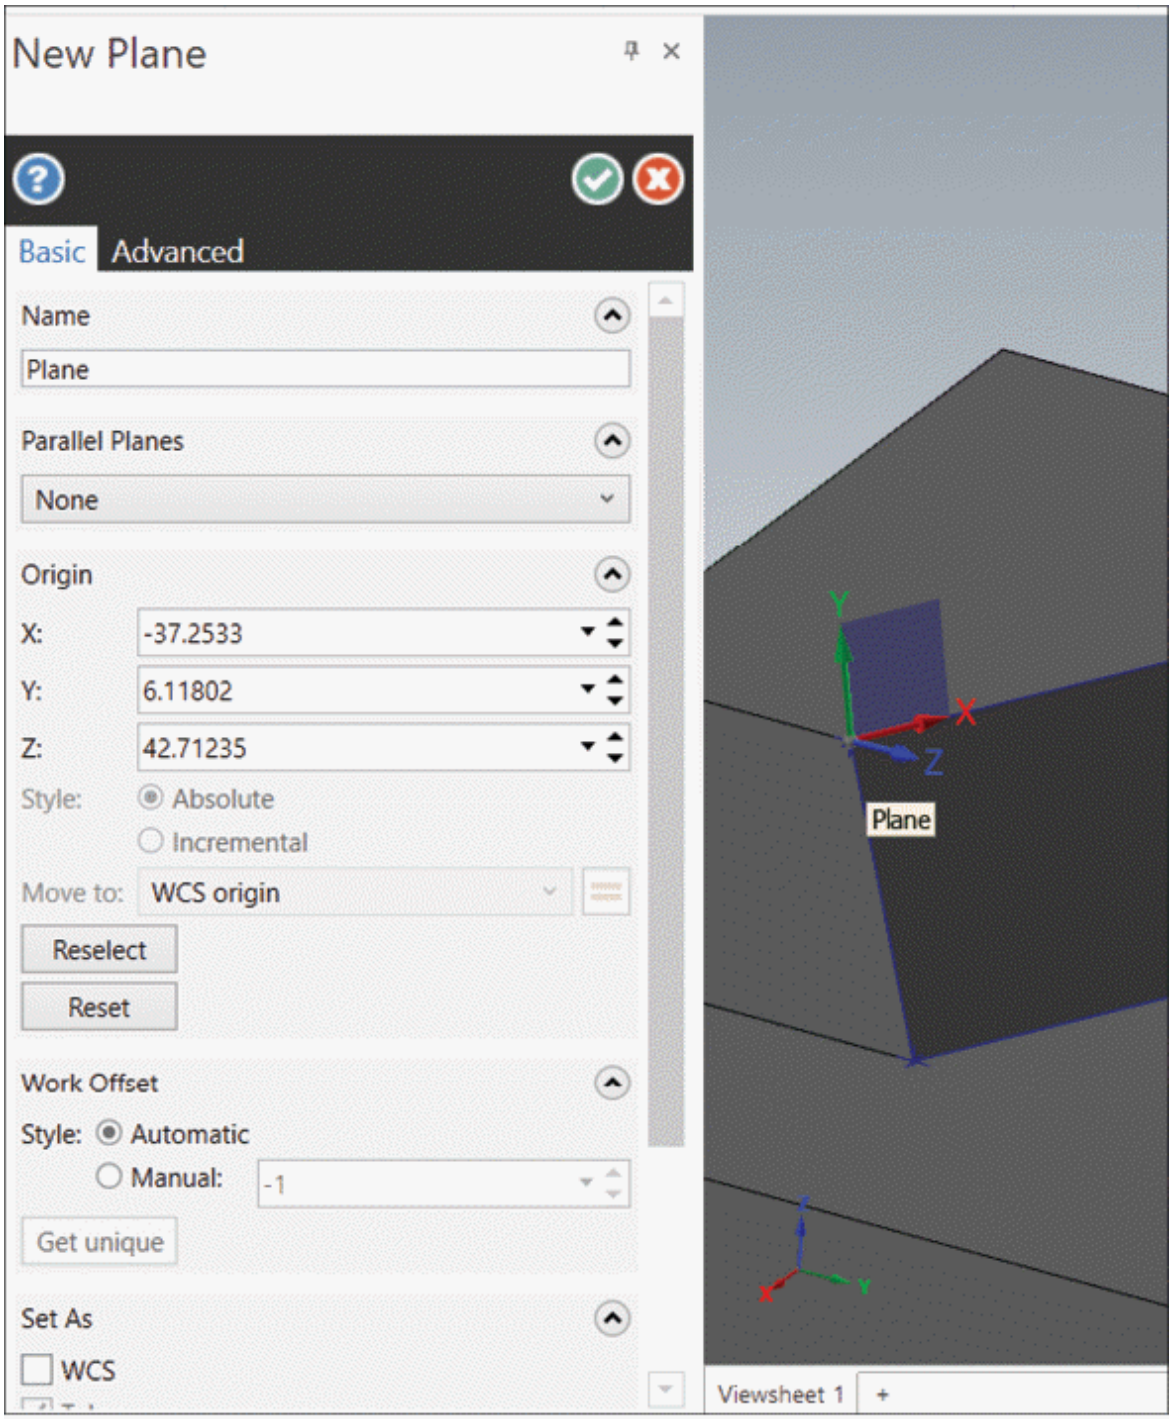

Figure-9. New Plane Manager
- Click on the **Next** or **Previous** button from the dialog box to switch between planes possible by current selection. Once you get desired plane, click on the **OK** button from the dialog box. Preview of plane will be displayed with **New Plane Manager**; refer to Figure-9.